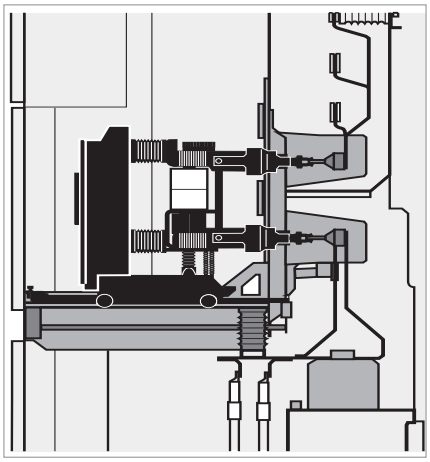

Fig. 38
3. Vérifiez la position du module pont de barres (Fig. 38) à travers la trappe d'inspection.